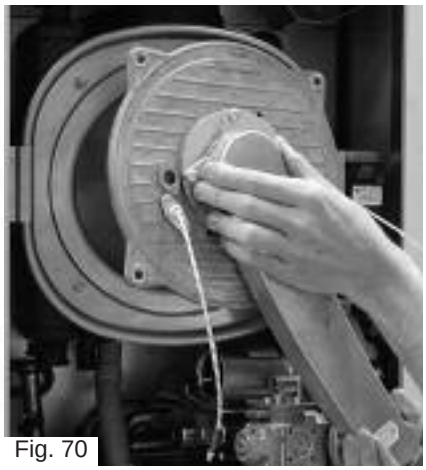

Fig. 70
2. Remove the air gas manifold as in ***18.2.1*** (Fig. 70);